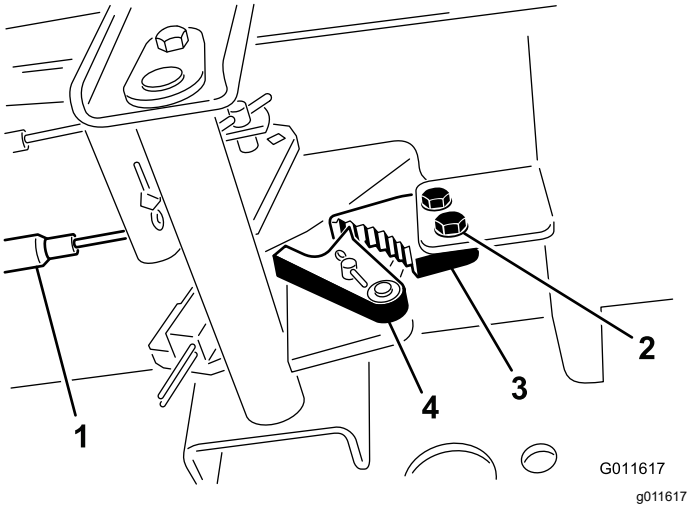

Rysunek 65
1. Poluzuj 2 śruby mocujące zapadkę hamulca postojowego do ramy (Rysunek 65).
2. Naciśnij pedał hamulca postojowego do przodu do momentu całkowitego zazębiania zaczepu hamulca na zapadce hamulca (Rysunek 65).